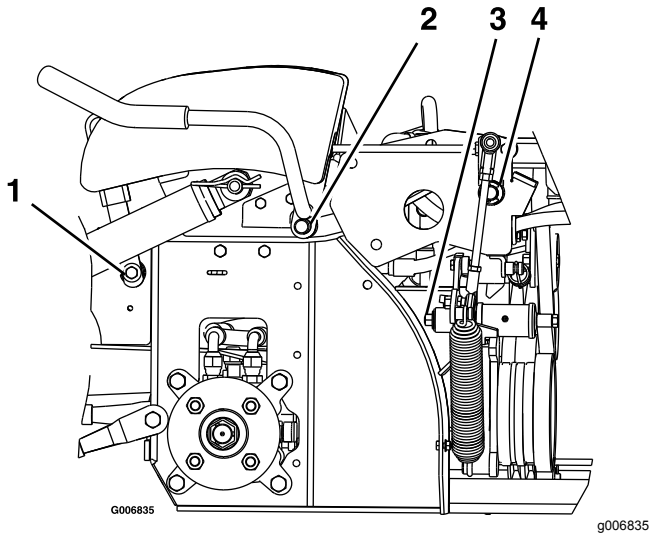

Figur 35
3. Smør bronzebøsningerne på bremsegrebets drejeled med et smøremiddel af spraytypen eller med en let olie (Figur 35).